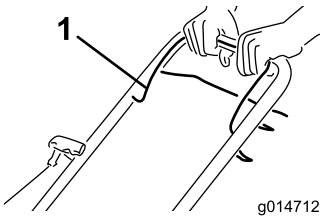

Figuur 15
1. Houd de bedieningsstang van het maaimes (Figuur 15) tegen de handgreep.